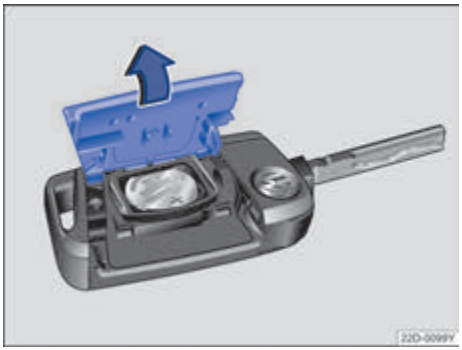

图 44 汽车钥匙：打开电池盒盖 ▶
– 用一合适的器具（例如，硬币）沿→ 图 44 箭头方向拆下汽车钥匙后侧的盖板→ ⓘ
– 安装电池盖板，然后沿→ 图 44 箭头相反方向将其扣到汽车钥匙上，直至其卡定。